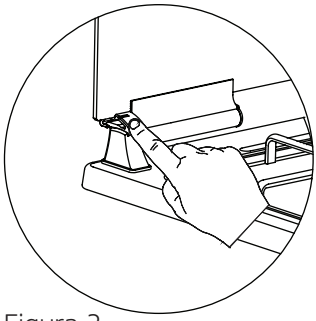

Figura 2
**2.** Como se muestra en la figura 2, la puerta de vidrio puede cerrarse presionando la abrazadera de plástico con un dedo.